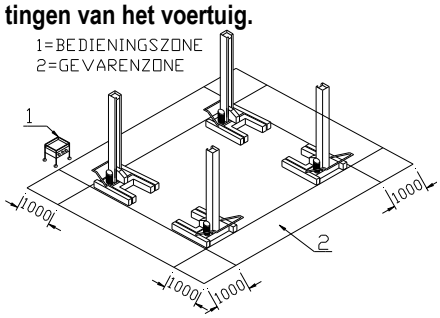

Fig.5
De veiligheidszone (Fig.5) wordt gedeeltelijk bepaald door de afmetingen van het voertuig.
Tijdens stijg- en daalbewegingen moet de bediener zich in de bedieningszone (1) bevinden, zoals aangegeven in **Fig.5**. De aanwezigheid van personen in de veiligheidszone (2) is ten strengste verboden. De aanwezigheid van personen onder het voertuig is alleen toegestaan als het voertuig geparkeerd is in de geheven stand.